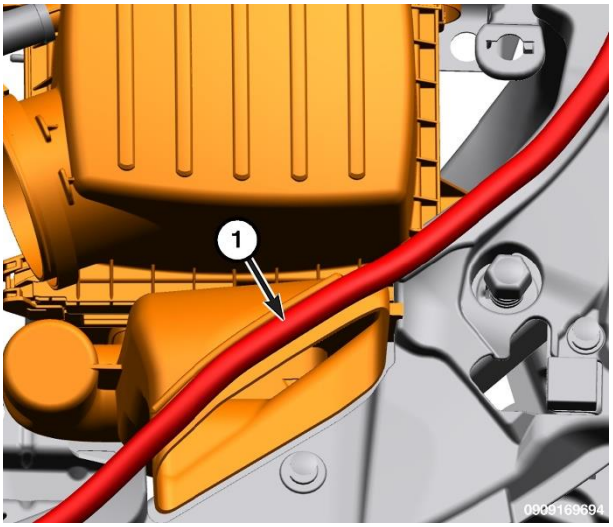

Figure 7 – Hood Seal
12. Remove the hood seal (1) from the air cleaner body (Figure 7).
22. Install the hood seal (1) (Figure 7).
18. Install the hood seal (1) (Figure 7).